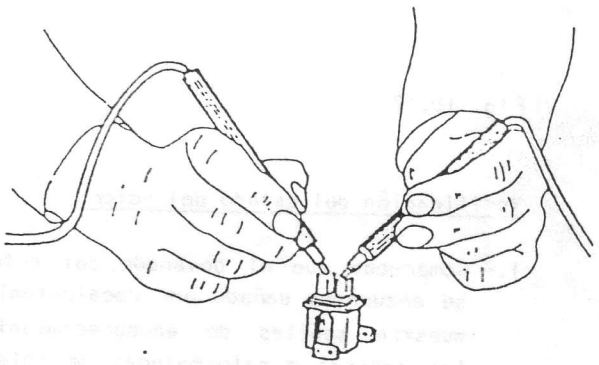

Fig. 10.11
1.- Haga contacto sobre las dos escobillas con las puntas de pruebas, según la figura (Fig. 10.11)